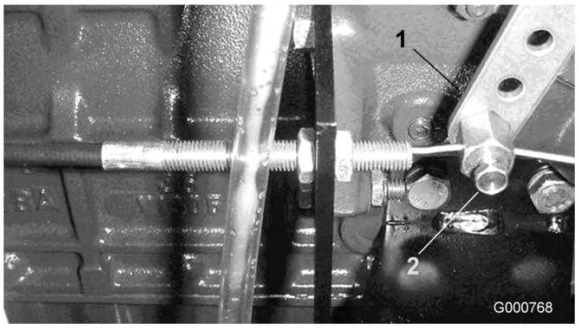

Figura 58
2. Desaperte o dispositivo de ligação do cabo do regulador na alavanca da bomba de injecção (Figura 58).